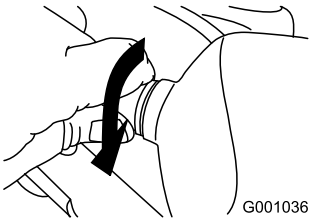

Figur 58
5. Drej pærens sokkel med uret, indtil den sidder godt (Figur 58).